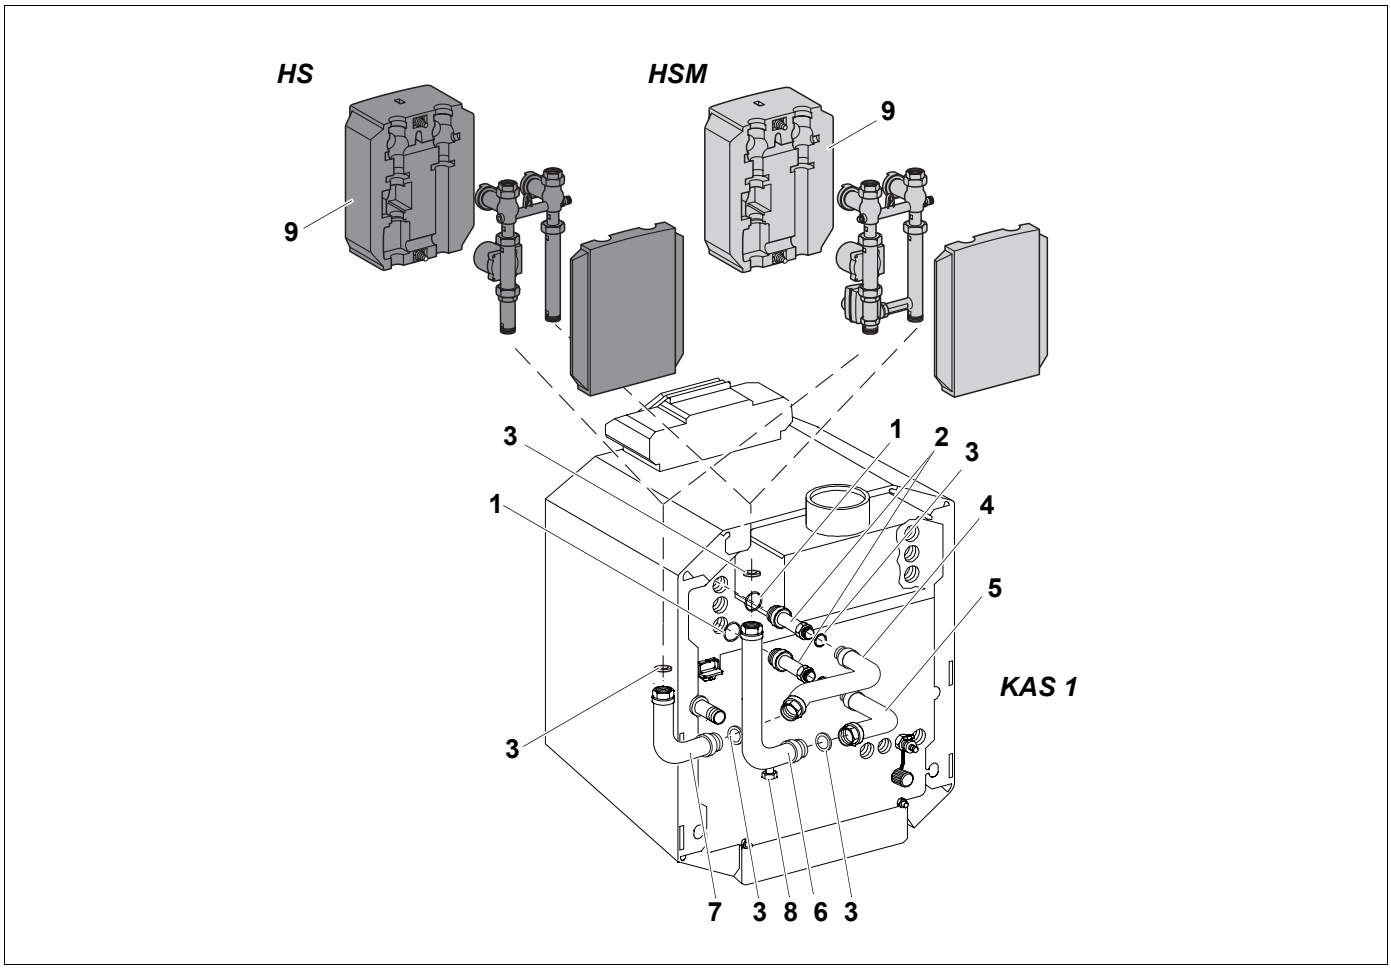

Рис. 5 Правое исполнение KAS 1
Экспликация к рис. 5
- Установить уплотнение (3) в трубу A (4) и слегка прикрутить ее к трубе D (7).
- Выровнять трубу D (7) в вертикальном положении и крепко затянуть соединение.
- Вкрутить штуцер (2) с установленным кольцом (1) в отверстие обратной линии котла.
- В накидную гайку на длинной стороне трубы B (5) установить уплотнение (3). Слегка прикрутить трубу B (5) к штуцеру.
- Установить уплотнение (3) в трубу B (5) и слегка прикрутить трубу C (6).
- Длинную сторону трубы C (6) выровнять в вертикальном направлении и крепко затянуть соединение.
- Установить уплотнения (3) в верхние резьбовые соединения вертикальных участков трубопроводов.
- Установить на трубы комплект подключения отопительного контура без смесителя (HS) или со смесителем (HSM) в соответствии с рис. 5, затянуть соединения и проверить на плотность.
- Надеть с двух сторон соответствующую комплектам подключения отопительного контура теплоизоляцию (9) и слега стянуть пластмассовыми болтами.